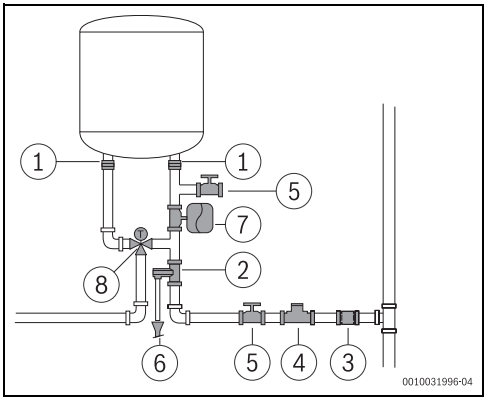

Fig. 15
- Se recomandă să instalați un robinet termostatat (Fig. 15, [8]) la nivelul tubului de evacuare al aparatului dacă se utilizează tuburi PEX. Acesta trebuie să fie reglat astfel încât să corespundă puterii materialului utilizat.
- Nu instalați niciodată accesorii (altele decât cele prezentate în Fig. 15) între supapa de siguranță și intrarea pentru apă rece (partea dreaptă) a aparatului.
- Instalați un reductor de presiune (Fig. 15, [4]). Supapa de siguranță se va activa atunci când presiunea apei din aparat depășește 8 bar (± 1 bar), motiv pentru care este necesară planificarea unui mod de scurgere a acestei ape.
- Instalați un vas de expansiune (Fig. 15,[7]) pentru a opri deschiderea supapei de siguranță în mod frecvent. Volumul vasului de expansiune trebuie să fie echivalent cu 5 % din volumul aparatului.